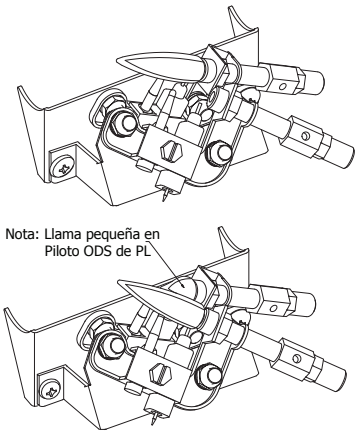
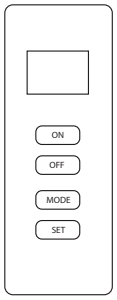

Fig. 18 - Pilot
Fig.19 - Remote
6. With control knob depressed, push down on the ignitor button until the pilot lights. The pilot is located behind the fireplace screen, centered near the rear of the burner (See Fig. 18).
7. Keep control knob depressed for (30) seconds after pilot lights. Release control knob.
• If pilot goes out repeat steps 3 through 7. Wait (1) minute before attempting to light pilot again. If after several tries the pilot still goes out, turn the gas control knob clockwise to the “OFF” position and call a qualified service technician.
9. To use the included thermostatic remote control, set receiver switch to the “REMOTE” position (See Fig. 19). Press the ON button to turn on the remote to ignite the main burner. Refer to the remote control instruction manual on the next page for “MODE” and “SET” functions.